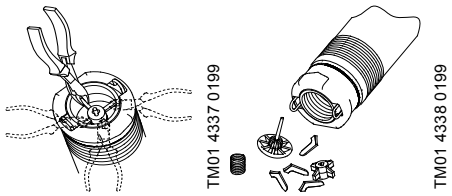

Рис. 7
1. С помощью клещей или аналогичного инструмента удалите ножки клапана, как указано на рис. 7.